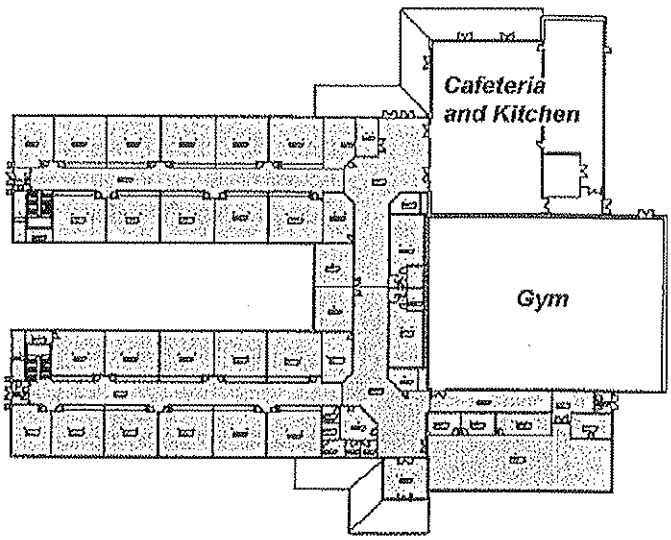

Figure 6–33
6. Most of the areas in this building have spaces as shown in Figure 6–33 but several still need to be added for the Gym, Cafeteria, and Kitchen.